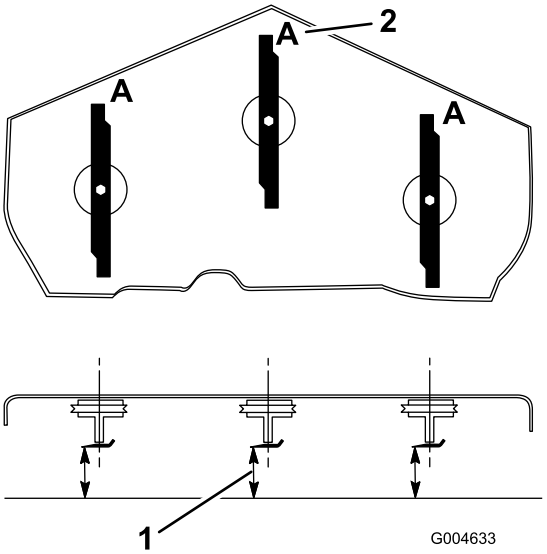

Figur 70
3. Drej knivene, indtil enderne vender fremad og bagud (Figur 70).
Bemærk: Mål fra en plan overflade til skærekanten, position **A**, på knivene(Figur 70). Noter dette mål.